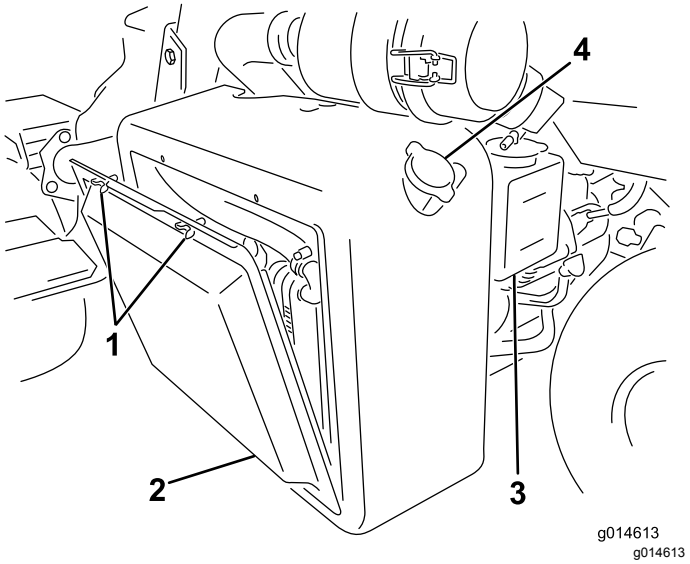
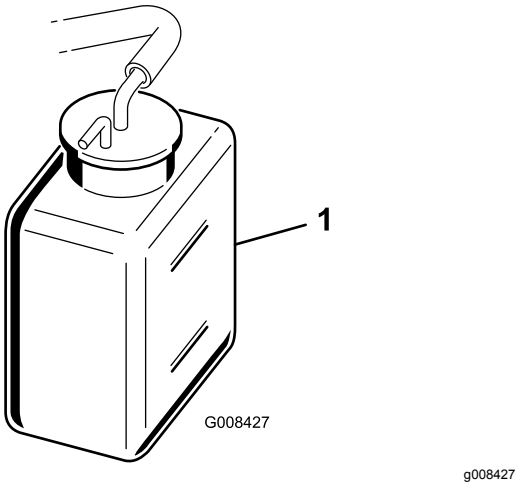

Figur 38
Figur 39
1. Ta av radiatorskjermen (Figur 38).
2. Kontroller kjølevæskenivået (Figur 38 og Figur 39).